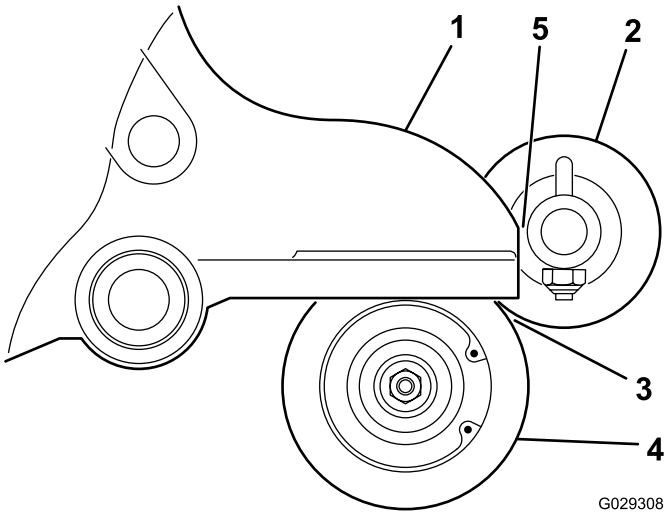

Bild 14
16. Positionieren Sie die Rollenbürste so, dass sie die Heckrolle leicht berührt (Bild 14).